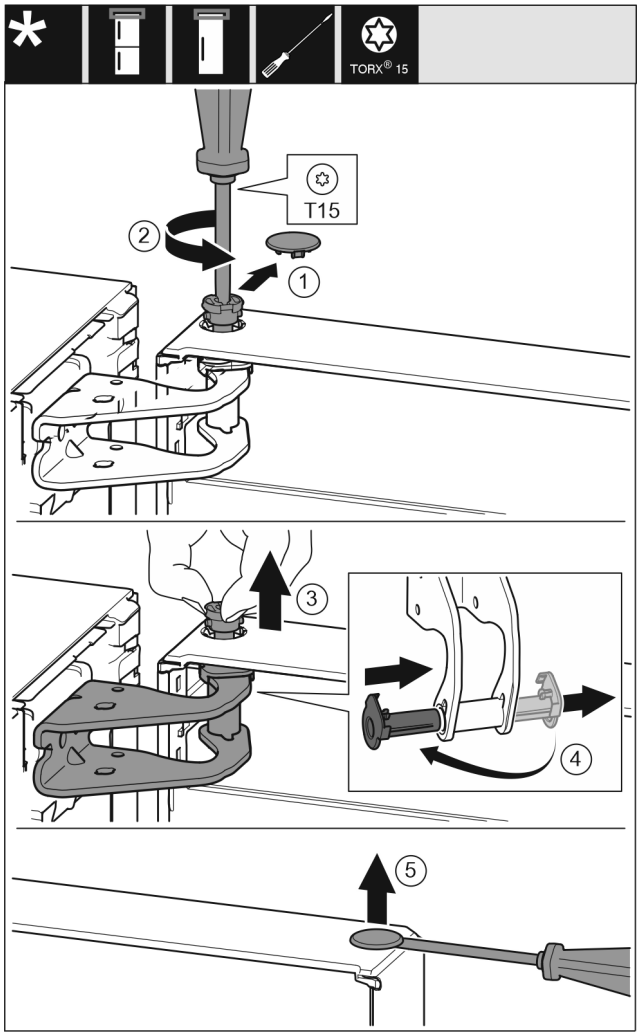

Fig. 9
▶ Осторожно снимите предохранительную крышку. *Fig. 9 (1)*
▶ Немного выкрутите палец отверткой T15. *Fig. 9 (2)*
▶ Удерживая дверь, извлеките палец вручную. *Fig. 9 (3)*
▶ Опорную втулку вытяните из направляющей. Установите и зафиксируйте с другой стороны. *Fig. 9 (4)*
▶ Осторожно приподнимите и извлеките при помощи шлицевой отвертки заглушку из опорной втулки двери. *Fig. 9 (5)*